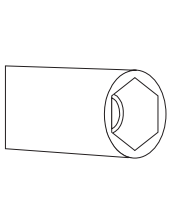

Figure 5
2.For injector change, use a screwdriver whose edge is as the Figure 5.